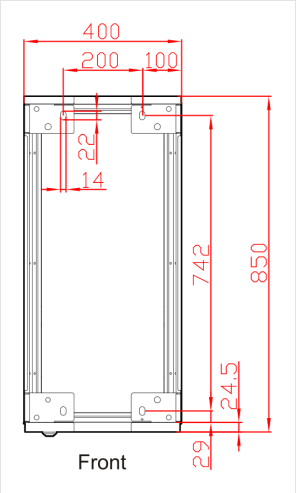
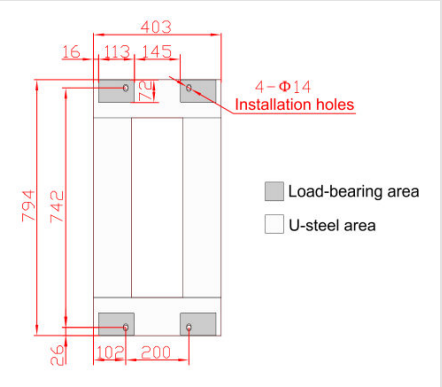

FIGURA 3-14 Fori di fissaggio del combiner, mm
FIGURA 3-15 Combiner su profilato d'acciaio a U, mm
2. Praticate 4 fori da 14 mm in corrispondenza dei suoi fori di fissaggio (Figura 3-14); su una base a U, come nella Figura 3-15.